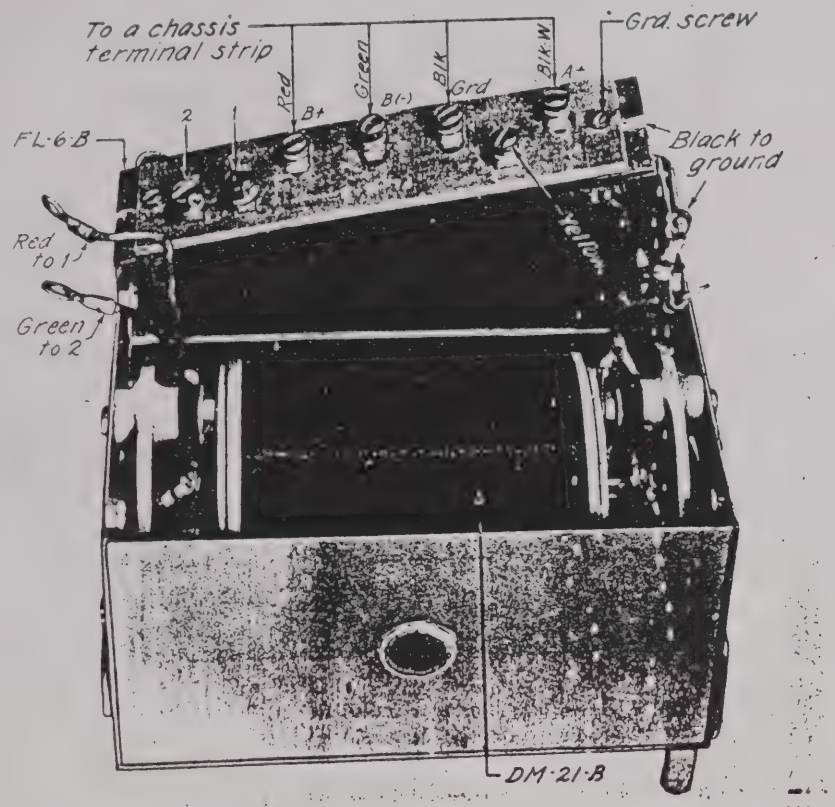

Figure 20.—Dynamotor DM-21-(*) as used in BC-312-(*) and BC-314-(*).
26. Dynamotor DM-21-(*) (figs. 20 and 21).—
27. Dynamotor DM-21-CX (figs. 20 and 21).—
necessary plate voltage for the receiver. This unit is identical in appearance to DM-21-(*) (figs. 20 and 21). This dynamotor is secured to the underside of the chassis of the receiver in the same way as Dynamotor DM-21-(*). Under full load conditions, the dynamotor draws about 1.6 amperes at 28 volts direct current with a d-c output of approximately 82 milliamperes at 245 volts. Filter FL-6-CX is inclosed in the dynamotor case and prevents the transfer of radio-frequency interference and commutator ripple.